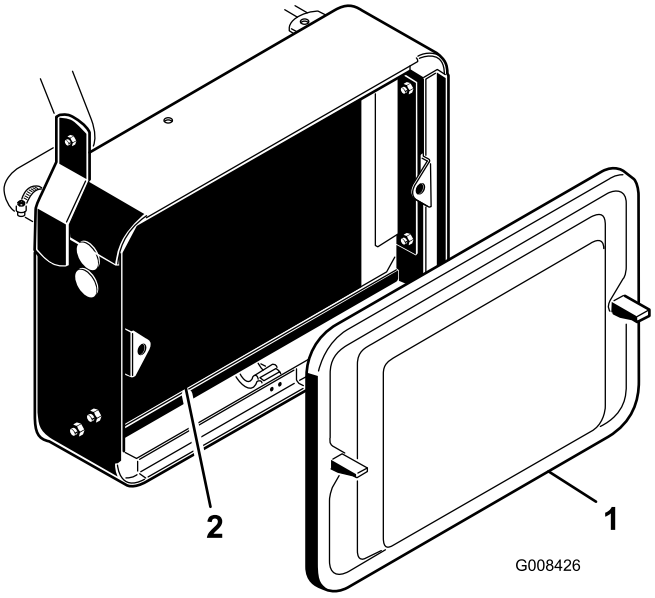

**Figur 45**
1. Afmonter kølergitteret (Figur 45).